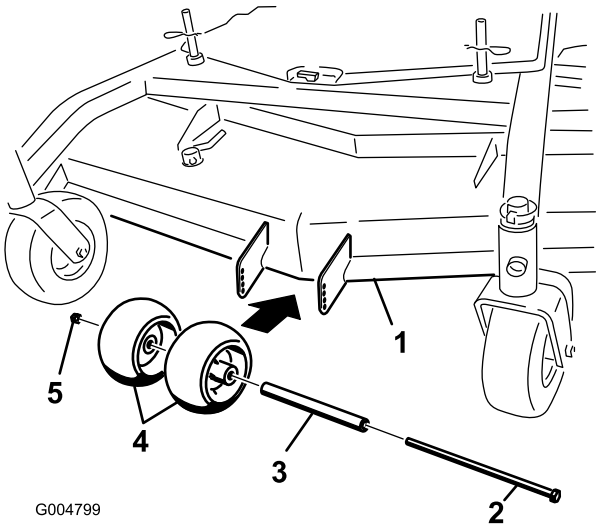
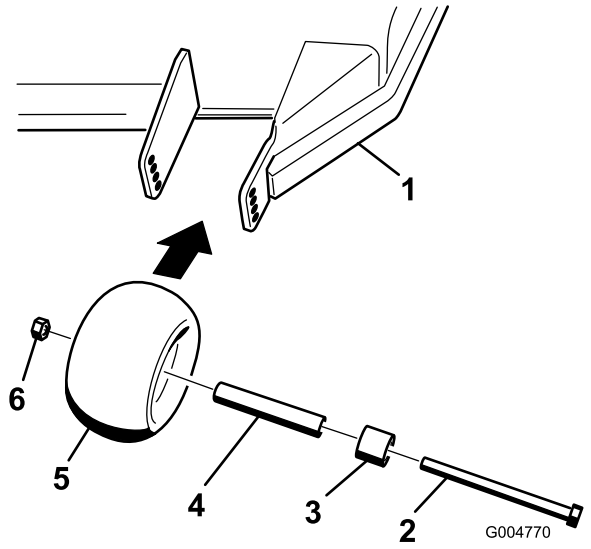
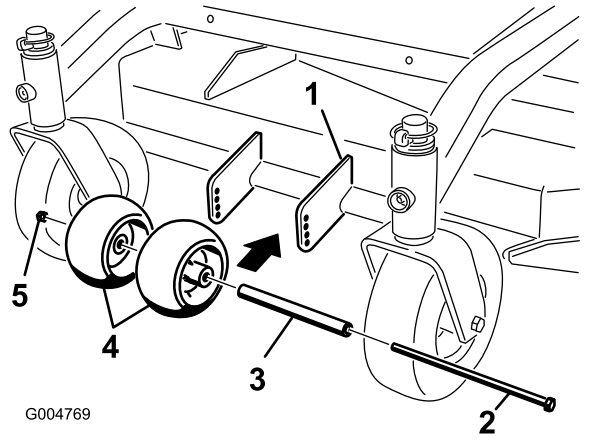

Figura 16
Figura 17
Figura 18
1. Después de ajustar la altura de corte, compruebe que hay una separación mínima de 10 mm entre los rodillos protectores del césped y el suelo (Figura 16, Figura 17, Figura 18).
2. Si es necesario realizar ajustes, retire el perno, las arandelas y la tuerca (Figura 16, Figura 17, Figura 18).
3. Seleccione un taladro para que los rodillos tengan una separación mínima del suelo de 10 mm (3/8 pulgada) (Figura 16, Figura 17, Figura 18).
4. Instale el perno y la tuerca (Figura 16, Figura 17, Figura 18).